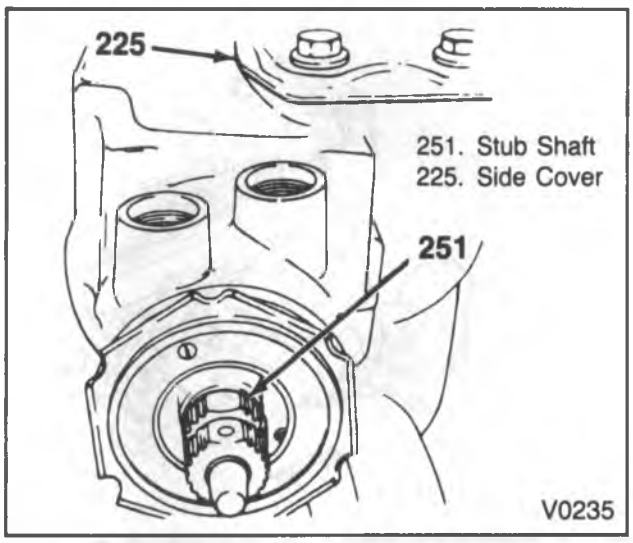
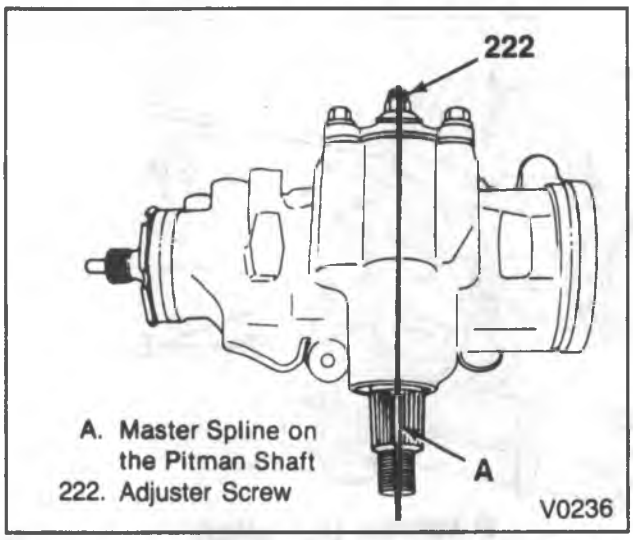

Figure 20—Aligning the Stub Shaft
Figure 21—Aligning the Pitman Shaft Master Spline
1. Turn the pitman shaft adjuster screw (222) counterclockwise until fully extended, then turn back 1/2 turn clockwise.
2. Rotate the stub shaft (251) from stop to stop and count the number of turns.
- When the gear is centered, the flat on the stub shaft should face upward and be parallel with the side cover (225) (figure 20) and the master spine on the pitman shaft should be in line with the adjuster screw (222) (figure 21).